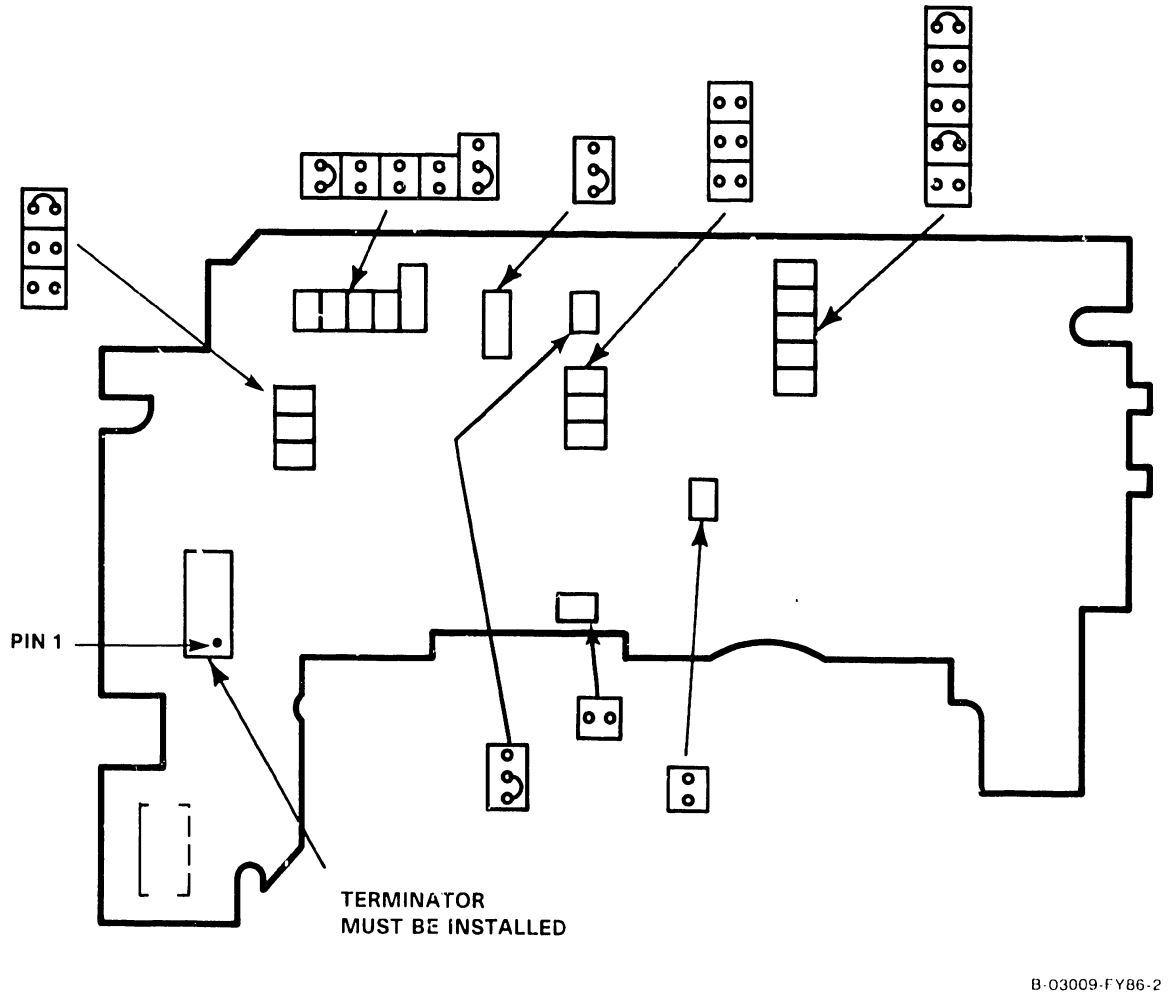

Figure 7-23. 1.2M Floppy Drive Terminator/Jumper Locations
1) Prior to drive replacement, check the floppy drive (278-4055) for a terminator chip installed at PCA location RP1 and jumpers configured as illustrated in figure 7-23.